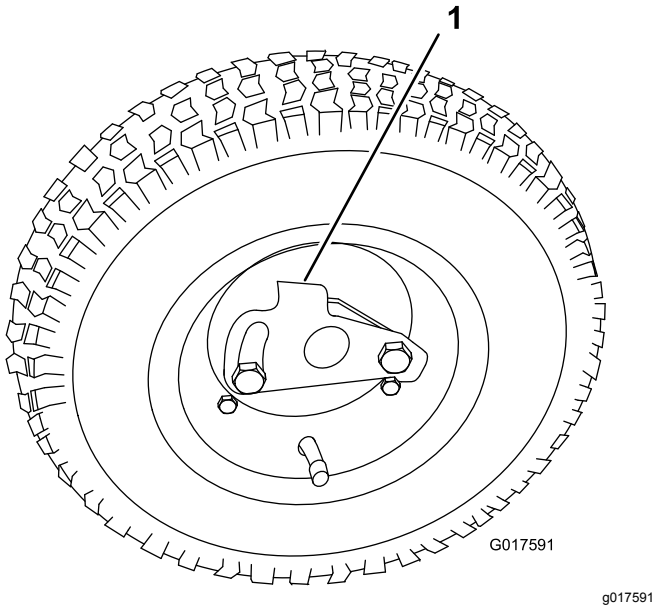

Figur 10
3. Drej hjulets låseclips væk fra hjulets midte, så det kan glide længere ind på akslen (Figur 10).